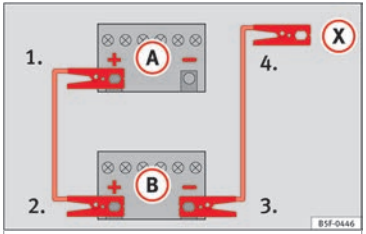

Fig. 76 Diagram of connections for vehicles without Start-Stop system.
2. Connect one end of the *red* jump lead to the positive (+) terminal of the vehicle with the flat battery (A) ››› Fig. 76.
3. Connect the other end of the *red* jump lead to the positive terminal (+) in the vehicle providing assistance (B).
4. *For vehicles without Start-Stop system:* connect one end of the *black* jump lead to the negative terminal (–) of the vehicle providing the current (B) ››› Fig. 76.